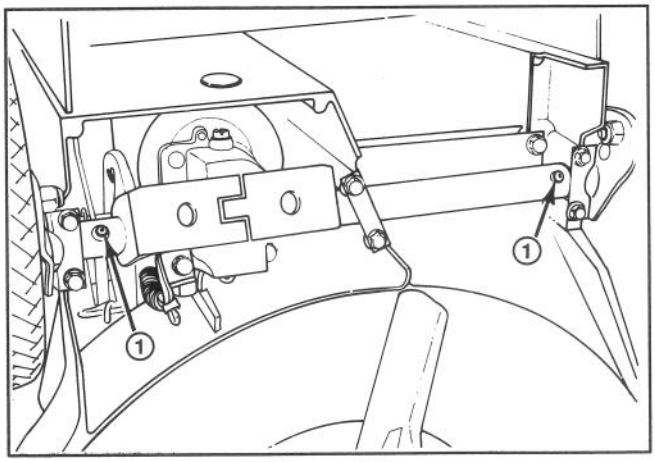

Figure 26
2. Tip the mower on its left side. Wipe grease fittings with clean rag (Fig. 26). Install grease gun onto fitting and gently apply one or two pumps of #2 Multi–Purpose Lithium Base Grease.